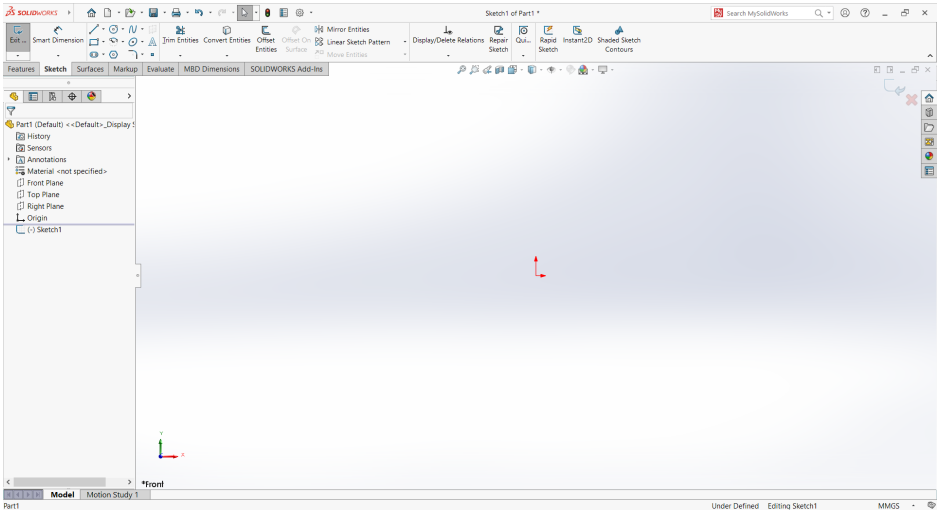

Figure 2-63 *Screen display in the sketching environment*
5. Select the **Front Plane** from the drawing area; the sketching environment is invoked and the plane gets oriented normal to the view. You will notice that red colored arrows are displayed at the center of the screen indicating that you are in the sketching environment. Also, the confirmation corner with the **Exit Sketch** and **Cancel** options is displayed on the upper right corner in the graphics area. The screen display in the sketching environment of SOLIDWORKS 2023 is shown in Figure 2-63.